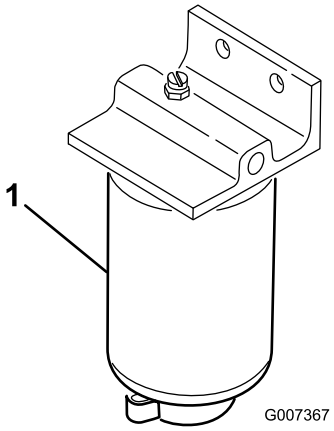

Figuur 38
1. Plaats een schone opvangbak onder het brandstoffilter (Figuur 38).
2. Reinig de omgeving van de plaats waar de filterbus wordt gemonteerd (Figuur 38).